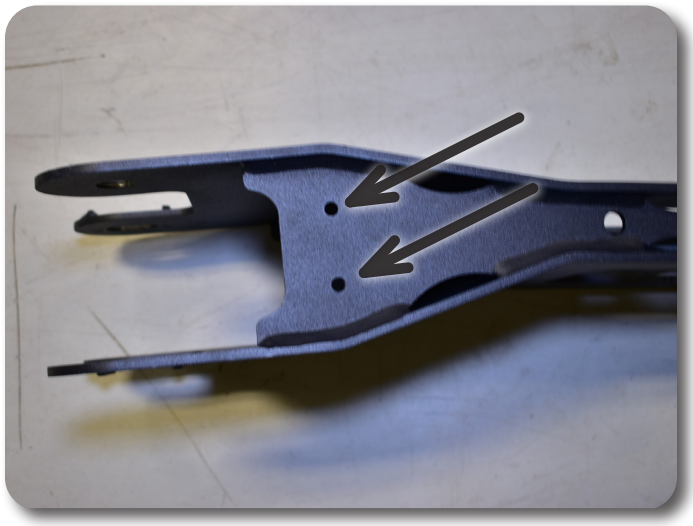

Figure 7
17. Attach the ABS wires to the new radius arms using the provided mountable zip ties installed into the small holes located in the top of the radius arms. Figure 7 Tighten securely and cut off access zip tie material.